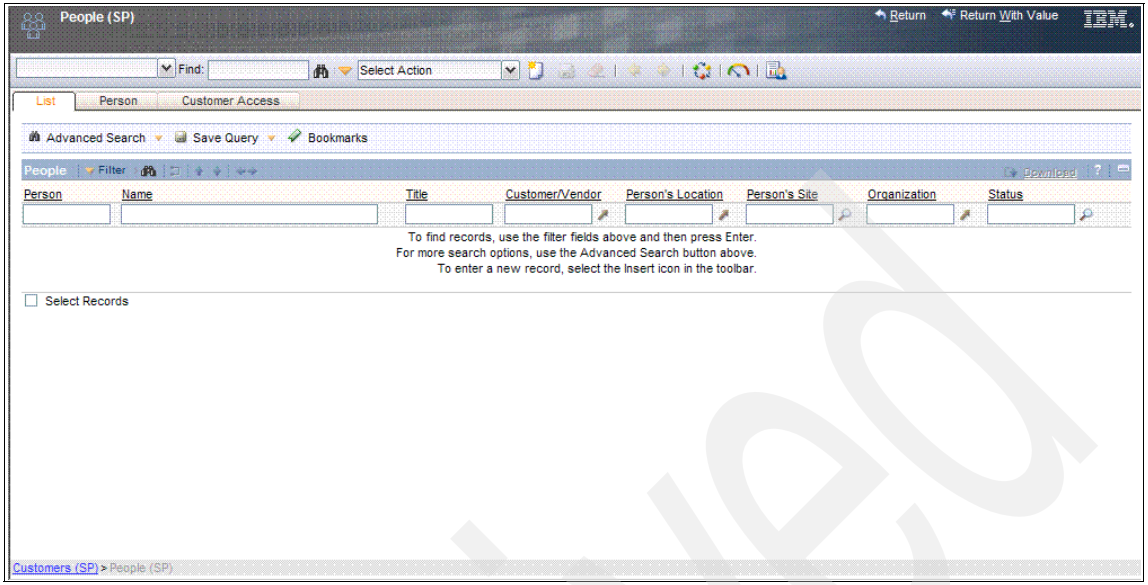

Figure 3-7 People (SP) application
6. Click the **Contact** tab, and click the **New** row on the contact section. You use the Contacts tab of the Customers (SP) application to add, view, modify, or delete contact people. Contacts work for the service provider, the customer, or a vendor of the customer. A contact must be an active person in the People (SP) application. When you add a contact, the telephone, email, and employer information for this contact are displayed.
7. Go to the People (SP) application using the Detail Menu icon on the Contact field. You are taken to the People (SP) application, as shown in Figure 3-7 on page 32.